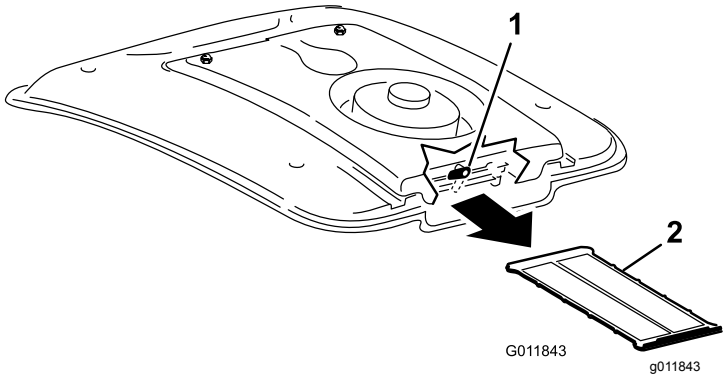

Figur 117
2. Drej låsen ud til siden på bagsiden af ventilatorsamlingen (Figur 117).
3. Skub airconditionfilteret ud under airconditionanlæggets kølespiral (Figur 117).
4. Rengør filteret grundigt med trykluft (Figur 117).